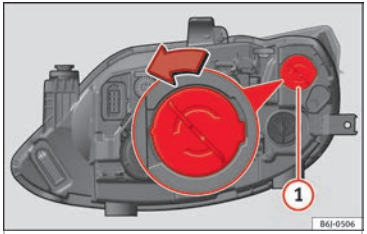
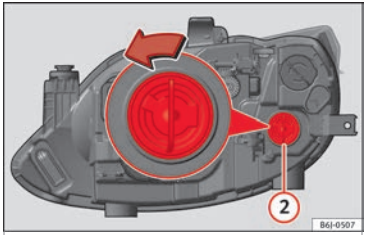

Fig. 89 Single headlight DRL light (day light).
Fig. 90 Single turn signal lamp.
– Turn the bulb holder ››› **Fig. 89** (1) or ››› **Fig. 90** (2) to the left and pull.